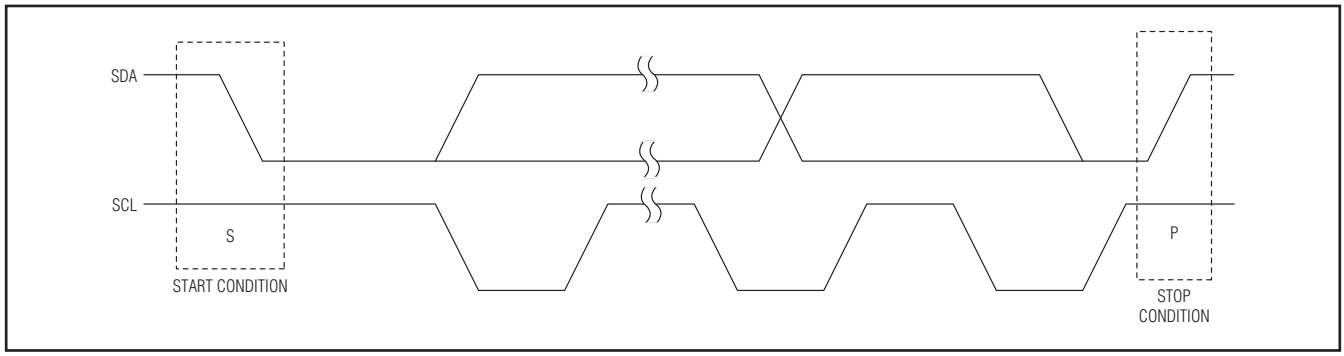

*Figure 3. START and STOP Conditions*
Each transmission consists of a START (S) condition sent by a master, followed by a 7-bit slave address plus a NOP/$\overline{W}$ bit. See Figures 3, 4, and 7.